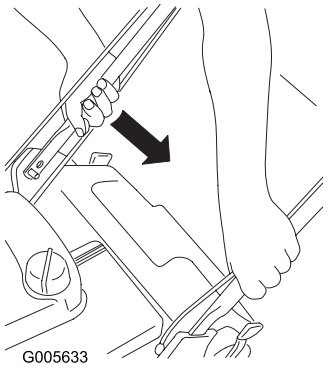

Figur 37
1. Tryck in den nedre, högra handtagsänden till dess att handtaget glider förbi stoppen på handtagsfästena (Figur 37).